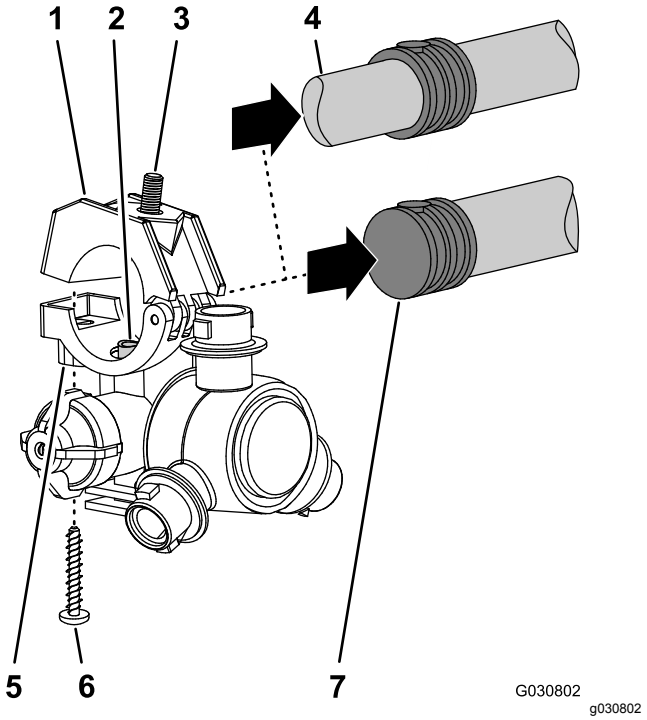

**Figur 98**
5. Ved arbejde med de 8 sprøjtedyser, du afmonterede i trin 1, skal du fjerne de rustfri stålskruer (nr. 12 x 1-1/4 tomme), som fastgør de øverste klemmehalvdele og dobbelt- eller enkeltmodhage-skafterne (3/4 tomme) til kroppen af hver af sprøjtedysene, og fjerne modhage-slangeskafterne (Figur 98).